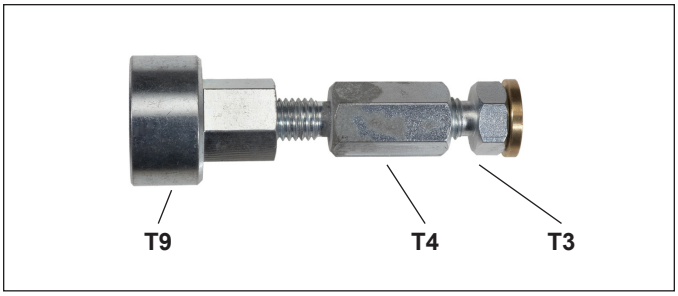
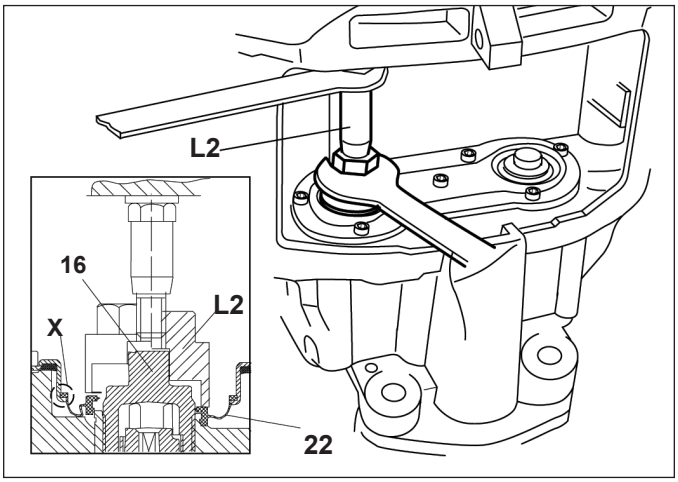

Figure 54 – On-Vehicle Inner Seal Installation Tool (L2)
Figure 55 – Off-Vehicle Inner Seal Installation
5.5.13 Position the replacement inner seal (22) over the threaded tube (16). *See Figures 54 and 55 for the tools and installation arrangement used.* The threaded tubes need to be retracted to allow the tool to be inserted. *Use the combination tool L2 (T4 + T3 + T9) with the long spacer (T4) as shown in Figure 55.* Since the installation tool is guided by the center post of the threaded tube, advance the tube a small amount to align the tool and the center post. Install the new inner seal (22) into position by rotating the adjuster nut on the T4 portion of the tool using an open-ended wrench.